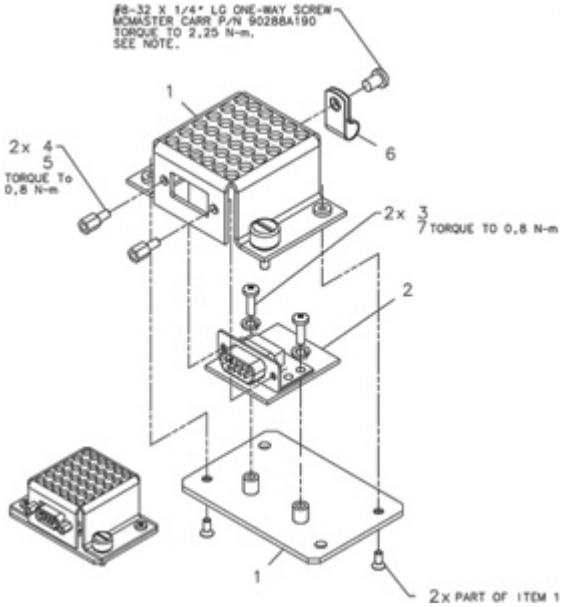

Figure 7-27 Detector Memory Board
The **DMB** module can be replaced if necessary. In this event the new **DMB**, item 2 in Figure 7-27, will have blank Static and Dynamic memory. The **DHCB** will recognize this upon power up and write to the new **DMB** module, all pertinent configuration data. Note, histories and detector serial number will be lost.